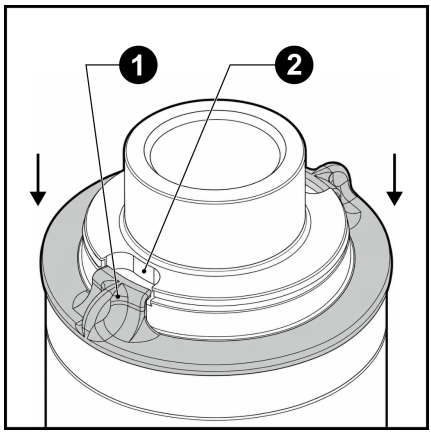

Рис. 19
**3.11** Установите пластиковую заглушку на блокирующую муфту, так чтобы технологические выступы заглушки (**1**) совместились с выборками для захватов съёмника подшипников (**2**). (**Рис. 19**)